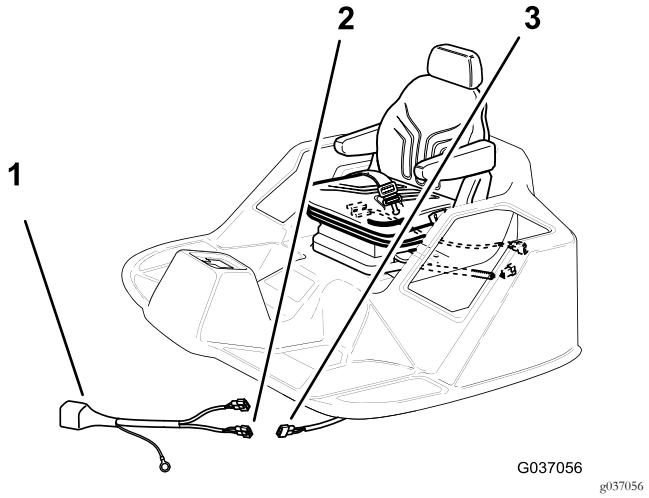

Figura 20
2. Collegate il connettore a 2 lame del cablaggio del relè nel connettore a 2 prese (Figura 20) del cablaggio preassemblato della macchina che avete scollegato nel passaggio 1 di 2 Rimozione del sedile (pagina 4).